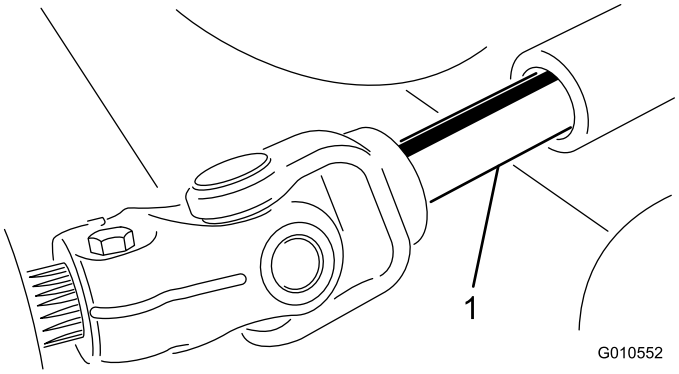

Figur 3
5. Stopp motoren og skyv klippeenheten bort fra trekkenheten, ta hann-enden ut av hunn-enden på kraftuttaksakselen (Figur 3).